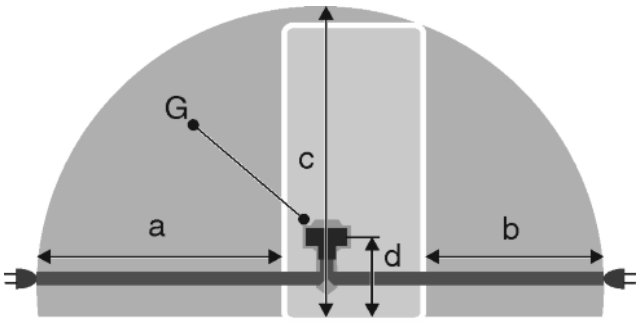

Fig. 52
- La prise de courant est en dehors de la zone postérieure de l'appareil dans la zone concernée. *Fig. 52 (a, b, c)*
▶ Introduire la la fiche de l'appareil *Fig. 52 (G)*au dos de l'appareil. Veiller à ce qu'elle s'introduise correctement.